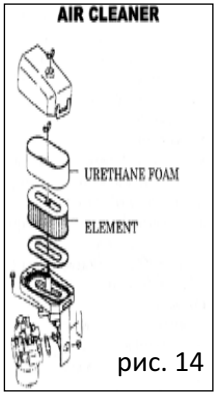

рис. 14
A. ОБСЛУЖИВАНИЕ ВОЗДУХООЧИСТИТЕЛЯ Рис. 14